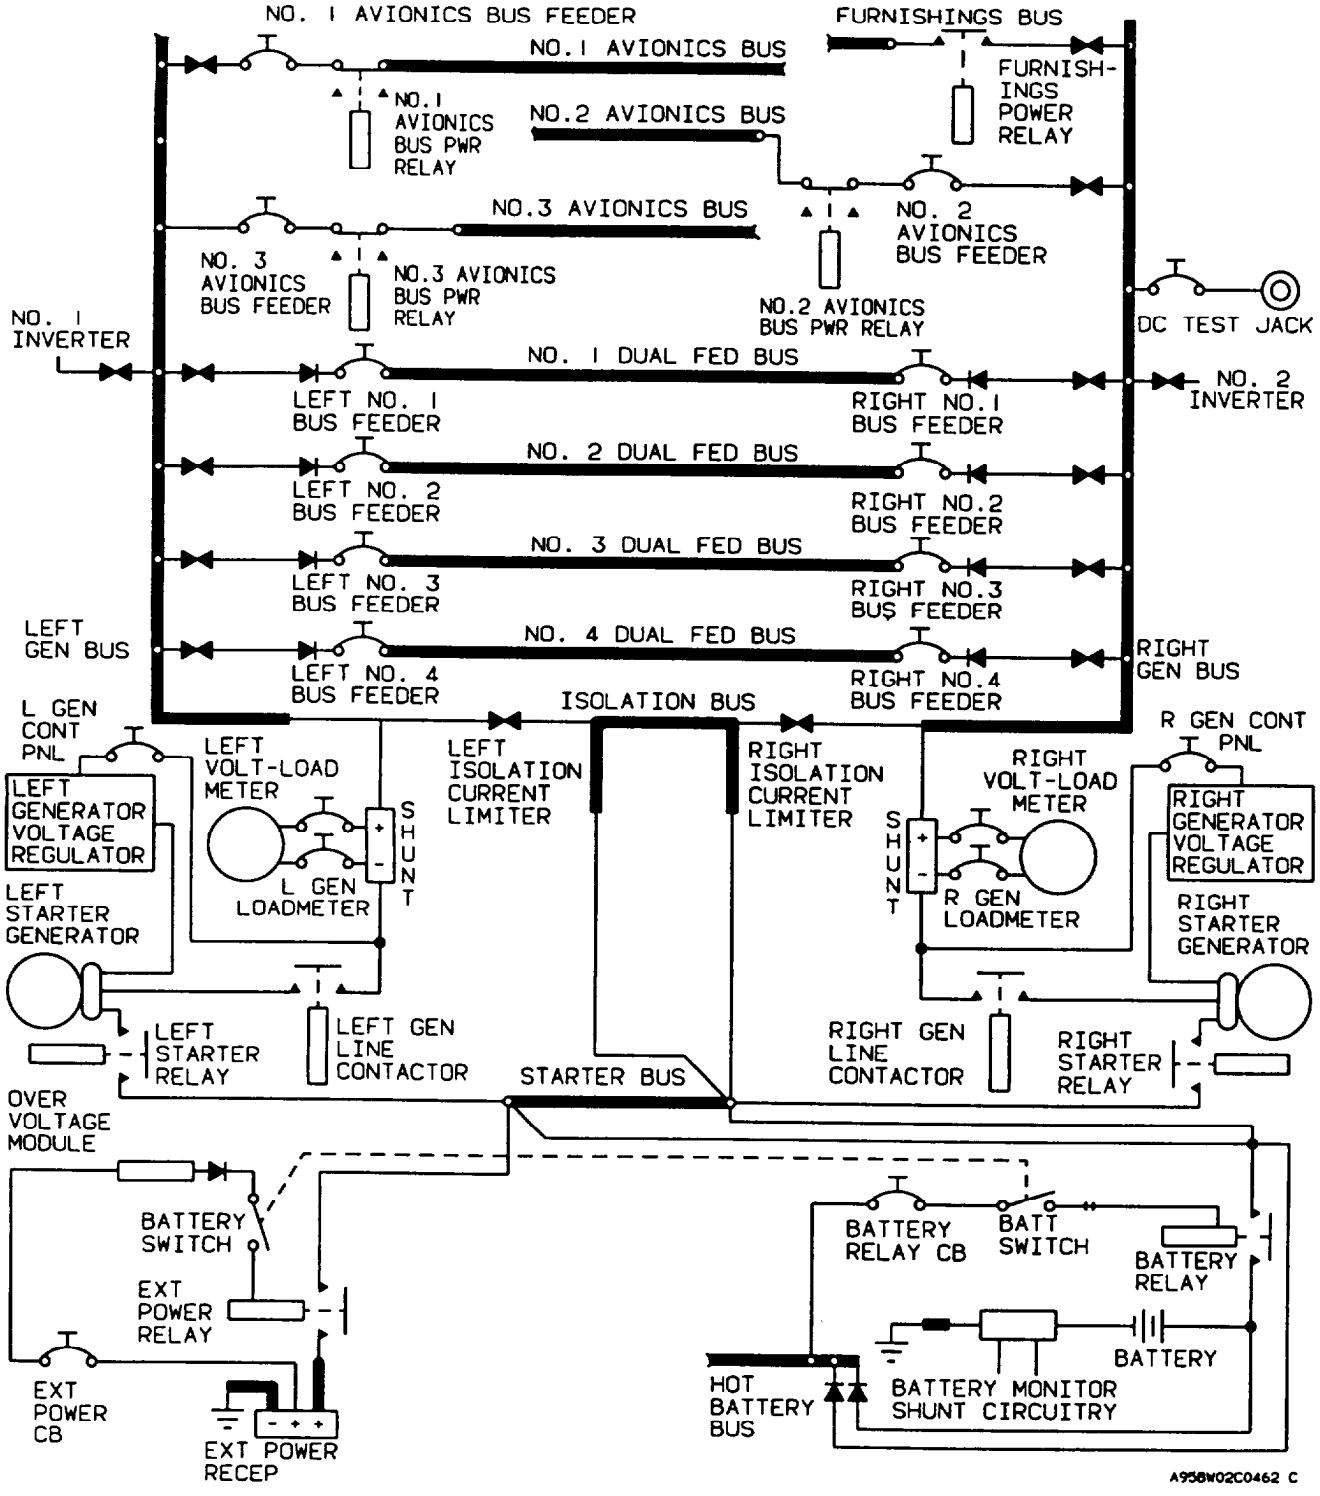

Figure 2-27. DC Electrical System (Sheet 1 of 3)
The aircraft employs both direct current (DC) and alternating current (AC) electrical power. The DC electrical power supply (fig. 2-27) is the basic power system energizing most aircraft circuits. Electrical power is used to start the engines, power the landing gear and flap motors, operate the standby fuel pumps, ventilation blower, lights, and electronic equipment. AC power is obtained from the DC power system through inverters. The single phase AC power system is shown in figure 2-28. The three sources of DC power consist of one 20 cell 34-ampere/hour battery and two 250-ampere starter-generators. DC power may be applied to the aircraft through an external power receptacle on on the underside of the right wing, just outboard of the nacelle. The starter-generators are controlled by generator control units. The output of each generator passes through a cable to the respective generator bus. Other buses distribute power to aircraft DC loads, deriving power from the generator buses. The generators are paralleled to balance the DC loads between the two units. When one of the generating systems is not on line, and no fault exists, all aircraft DC requirements may be supplied by either the other on-line generating system or by an external power source. The generator system is designed to allow cross starting of the other engine. When one generator is on line, all current limiters are bypassed while starting the other engine. Most DC distribution buses are connected to both generator buses but have isolation diodes to prevent power crossfeed between the generating systems, when connection between the generator buses is lost. Thus, when either generator is lost because of a ground fault, the operating generator will supply power for all aircraft DC loads except those receiving power from the inoperative generator's bus, which cannot be crossfed. When a generator is not operating, reverse current and over-voltage protection is automatically provided. Two inverters operating from DC power produce the required single-phase AC power.